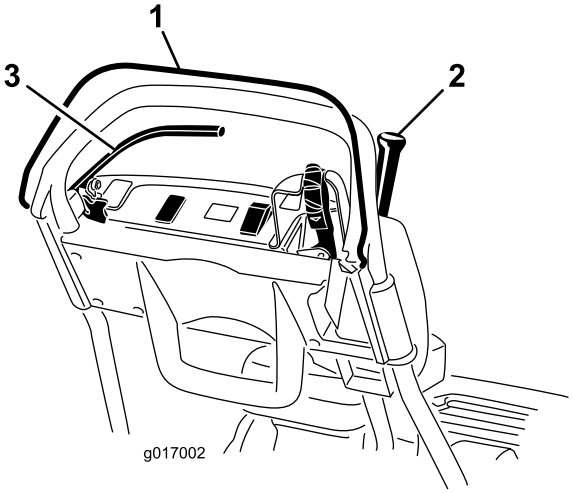

Figuur 27
3. Probeer terwijl de dodemanshendel vrij staat de tractiehendel in te schakelen (Figuur 27). De tractiehendel mag niet inschakelen.
4. Zet de dodemanshendel vrij wanneer deze ingedrukt is en de tractiehendel ingeschakeld (Figuur 27).
5. Schakel de tractie- en messenkooiaandrijving in en zet de dodemanshendel vrij wanneer deze ingedrukt is en de schakelhendel naar links staat (Figuur 27).
6. Beweeg de schakelhendel naar rechts om de messenkooiaandrijving uit te schakelen, terwijl de dodemanshendel ingedrukt is en de schakelhendel naar links staat om de tractie- en messenkooiaandrijving in te schakelen (Figuur 27).
2. Terwijl de dodemanshendel ingedrukt is, de tractiehendel ingeschakeld en de motorbedieningsorganen in de startstand (Figuur 27):
2. Terwijl de tractiehendel uitgeschakeld is, de bedrijfsrem ingeschakeld en de motorbedieningsorganen in de startstand (Figuur 27):
4. Schakel de bedrijfsrem in (niet de parkeerrem), druk de dodemanshendel in en schakel de tractiehendel in, terwijl de motor draait (Figuur 27).
5. Schakel de vergrendeling van de parkeerrem in, druk de dodemanshendel in en schakel de tractiehendel in, terwijl de motor draait (Figuur 27).